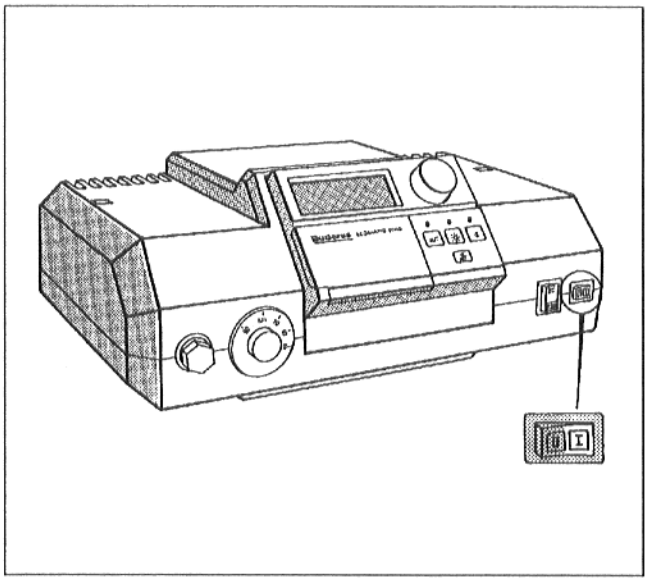

Fig. 4: Puesta en marcha del quemador de gas
- Situar el interruptor de servicio (Fig. 4) en la posición I (CONECTADO).
- Situar el interruptor de servicio (Fig. 4) en la posición 0 (DESCONECTADO).